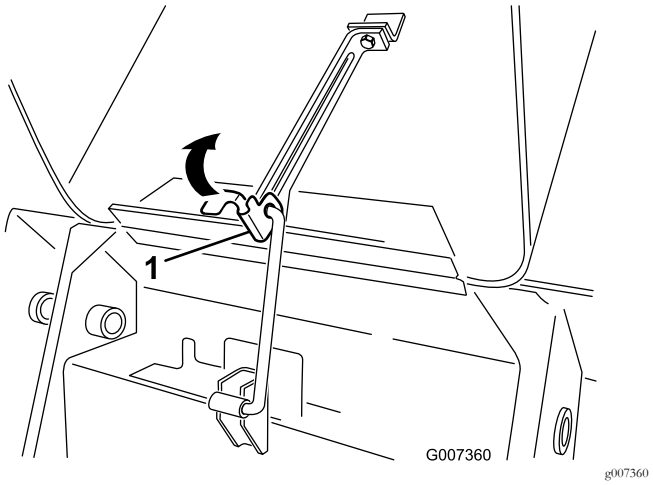

Figuur 31
1. Trek het lipje op de steunstang omhoog (Figuur 31)